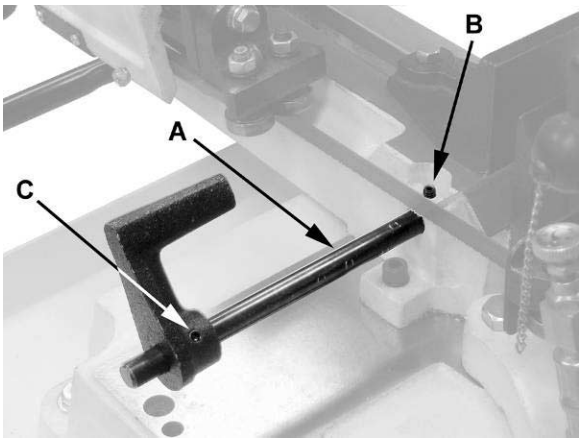

*Figure 5*
1. Insert the stock stop rod (A, Figure 5) into the hole at the front of the base as shown.
2. Secure the rod by tightening the socket set screw (B, Figure 5) with a 3mm hex wrench.
3. The stock stop is moved along the rod by loosening the socket set screw (C, Figure 5) with a 4mm hex wrench. The stock stop can be reversed on the rod to accept slightly longer lengths of workpieces. Tighten the socket set screw (C, Figure 5) when the stock stop is positioned as desired.